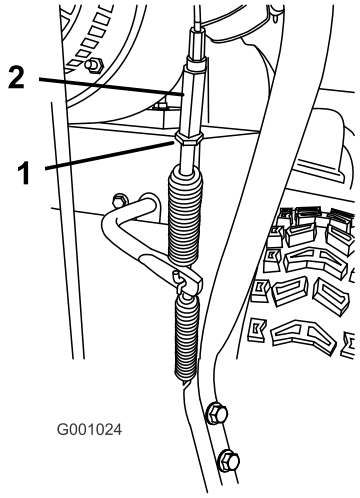

**Figure 49**
5. Loosen the jam nut (Figure 49).
6. Loosen or tighten the turnbuckle that adjusts the tension on the cable (Figure 49).